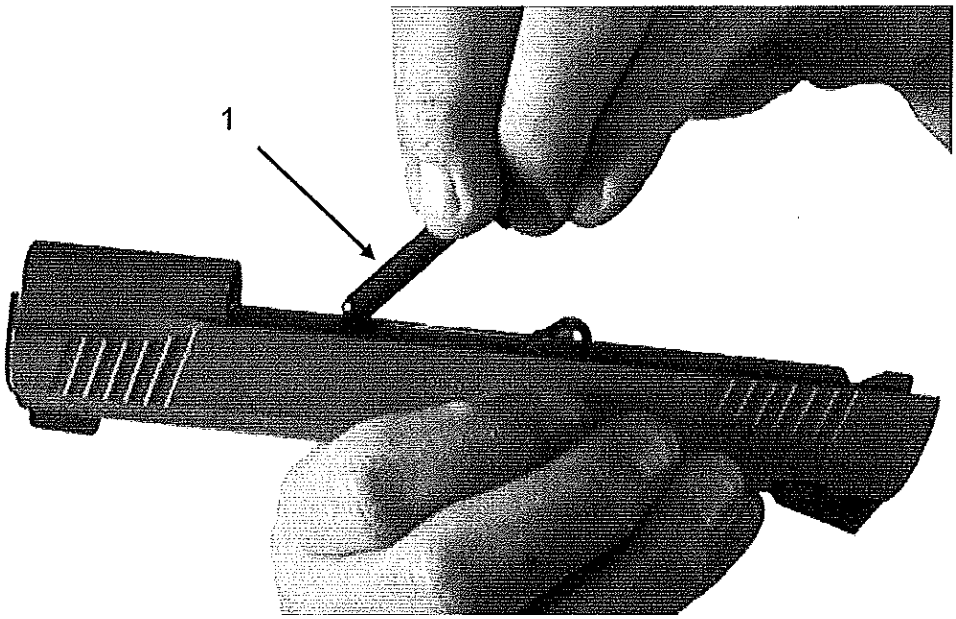

Figure A-14. Remove Recoil Guide Rod.
9. Lift the recoil guide rod (see fig. A-14, item 1) and pull rearward out of the slide.